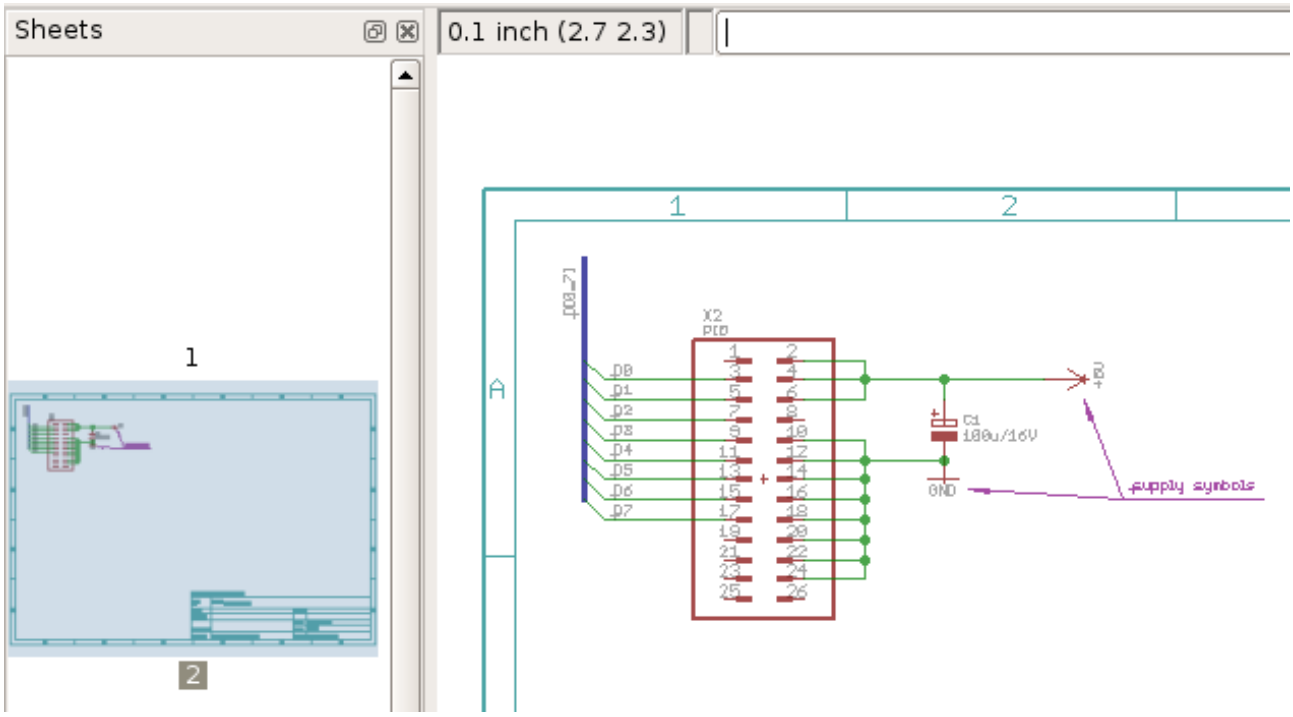

Figure 16: the first sub module imported
3) Upon click on OK the sub module gets imported into the main module schematic as shown in Figure 16.